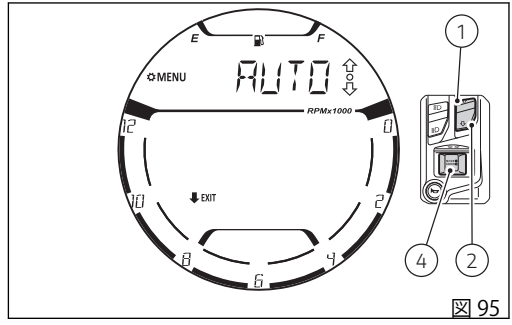

図 95
機能に入ると、現在の設定値が表示されます (図 95)。ボタン (1) および (2) を使って選択できる設定を点滅、スクロールさせて選択することができます。選択できる設定は、“AUTO”、“MANUAL" です。